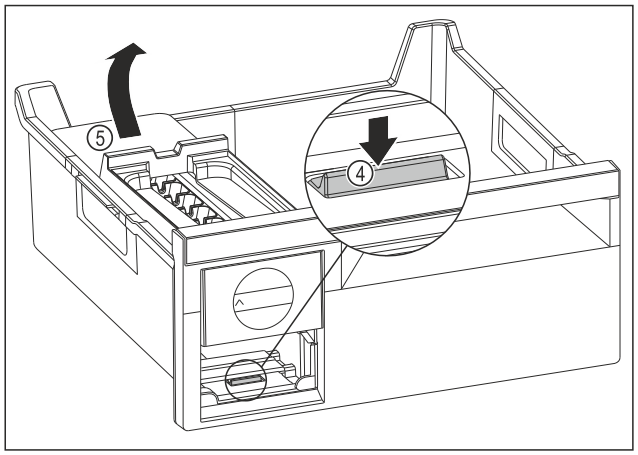

Fig. 145
▶ EasyTwist-Ice-rungon poistaminen: Paina kieleke *Fig. 145 (4)* sormella alas ja nosta samanaikaisesti toisella kädellä EasyTwist-Ice-runko *Fig. 145 (5)* takaa ylöspäin.